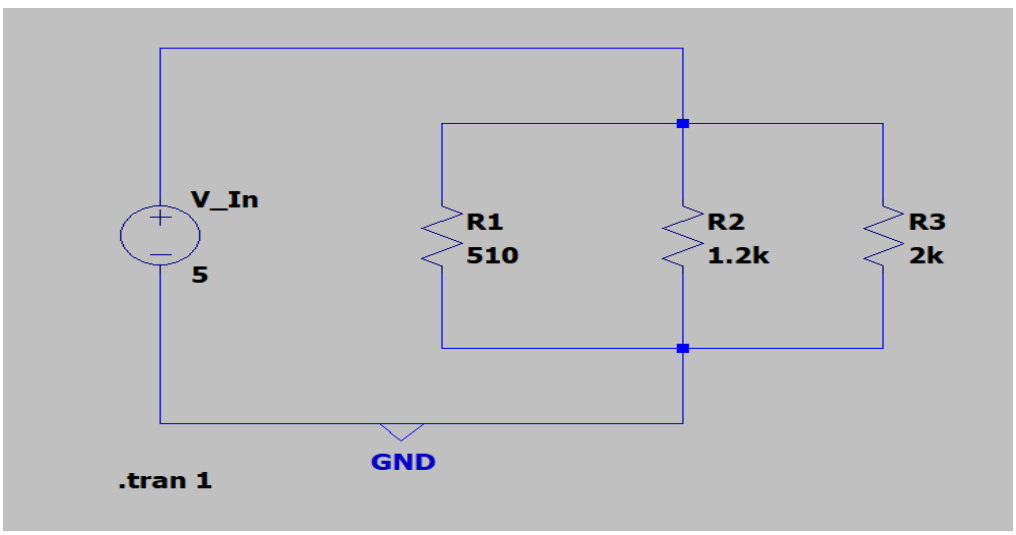

Fig. 7. LTSpice Current Divider Circuit with Values
- Figure 7 shows an example schematic of the current divider circuit.